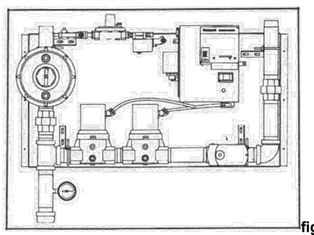

figure 1
- Figure 1 is one of a variety of gas train configurations available through PCI. Figure 4 depicts a mod motor controlling the butterfly gas metering valve. The mod motor is available for full modulation or low-high-low operation. An on-off mode operation is also available.